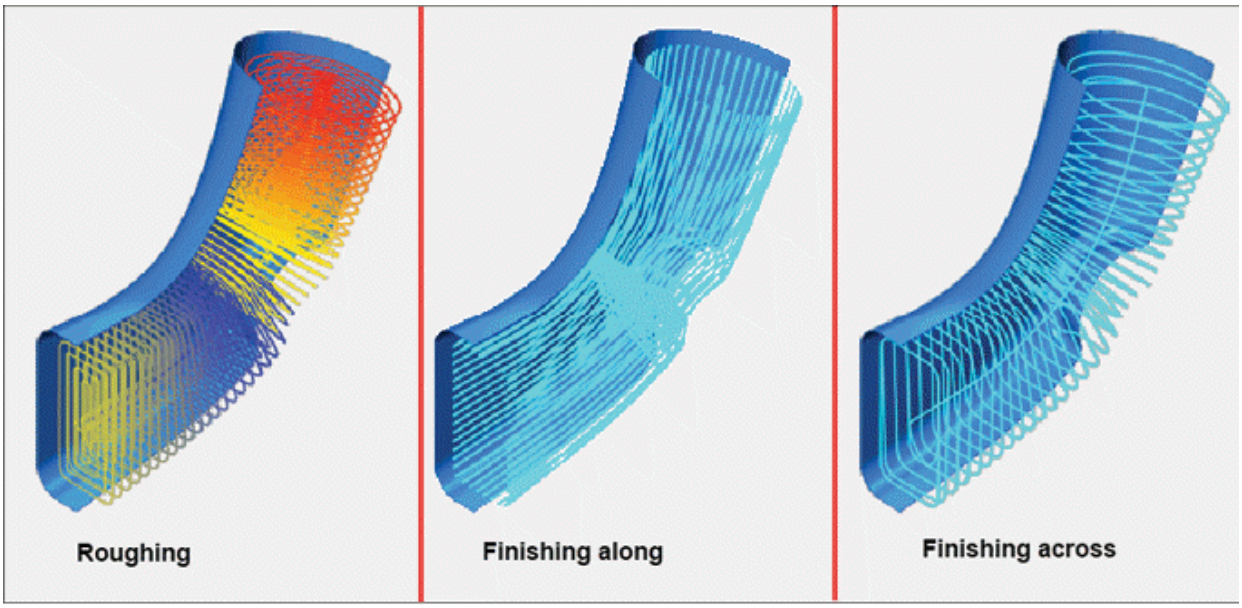

Figure-40. Port toolpath types
- Select the **Roughing** option from the **Pattern** drop-down to create a roughing toolpath. On selecting this option, select the **Offset** option from the adjacent drop-down to create cutting passes at specified offset distance from each other. Select the **Dynamic** option from the drop-down to create cutting passes dynamically based on Mastercam Dynamic technology. Select the **Finishing along** option from the **Pattern** drop-down to create finishing toolpath along curves of selected faces. Select the **Finishing around** option from the **Pattern** drop-down to create finishing toolpaths across the faces of model; refer to Figure-40.